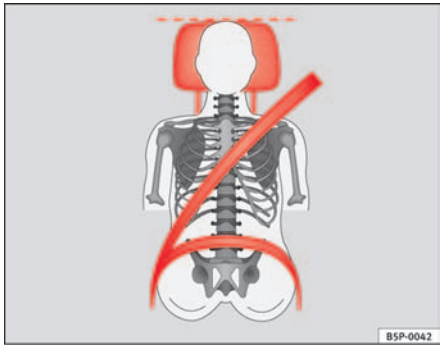
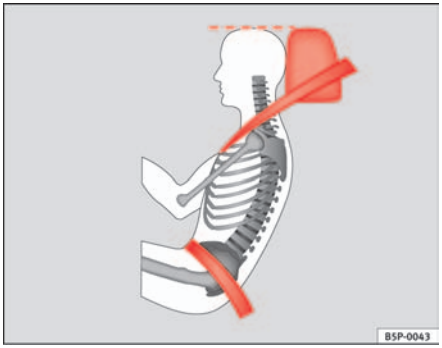

Fig. 90 Viewed from in front: Properly adjusted head restraints and proper belt adjustment
Fig. 91 Viewed from side: Properly adjusted head restraints and proper belt adjustment
– Adjust the head restraint so that its upper edge is at the same level as the top of your head, or as close as possible to the same level as the top of your head and, as a very minimum at eye level ⇒ fig. 90 and ⇒ fig. 91.